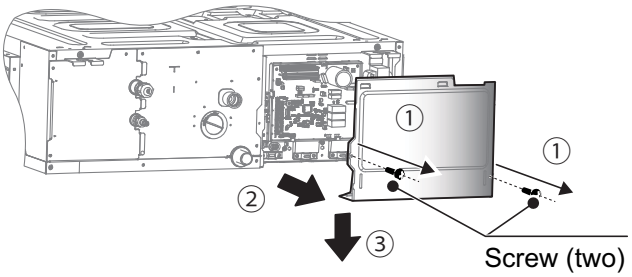

Fig. 55 —Remove Electronic Control Box
a. Remove the two screws at the positions shown in Fig. 55;